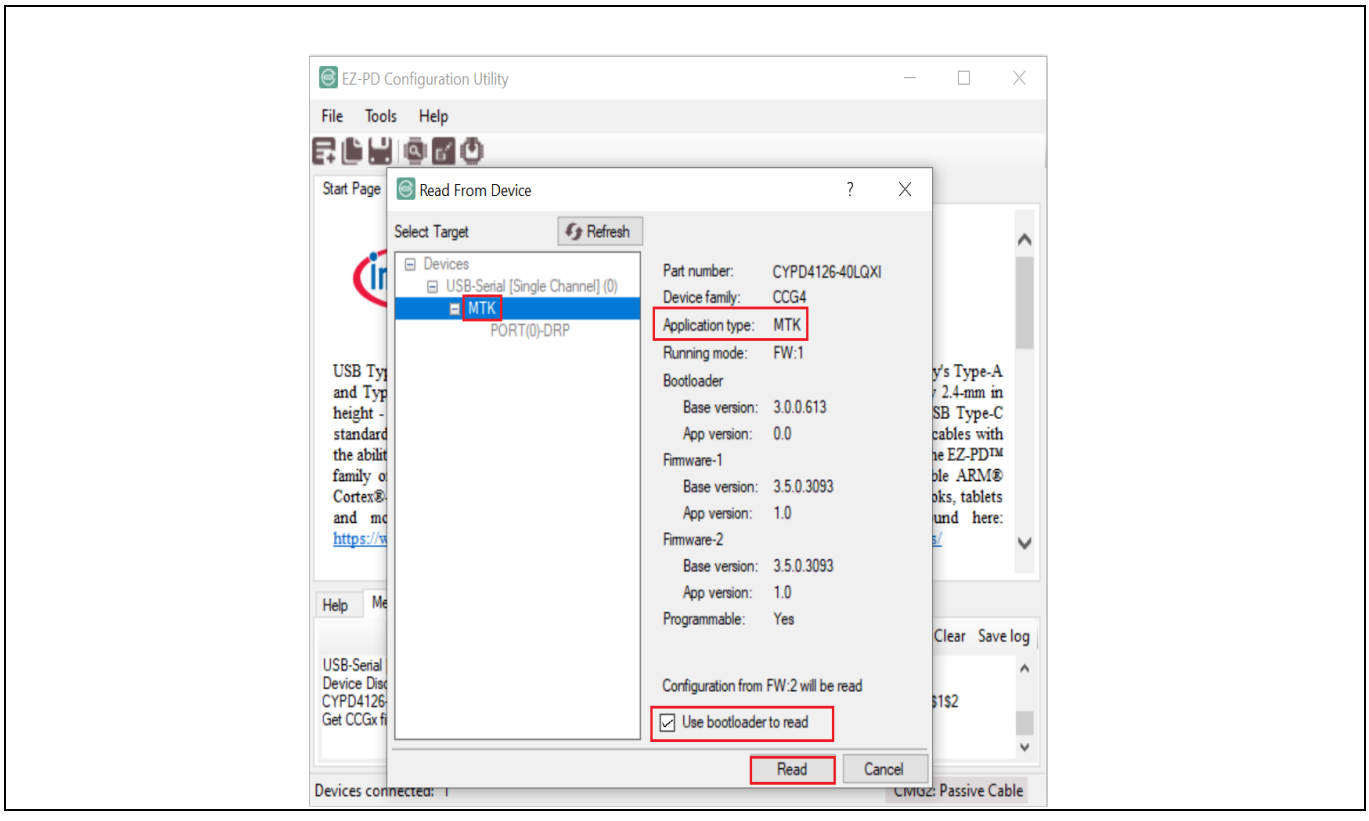

**Figure 15 Reading the CCG4 device's configuration parameters**
2. In the **Read from Device** pop-up window, observe that the application type of the CCG4 device is updated to **MTK**. Select **MTK** from the target list as shown in Figure 15, and select the option **Use bootloader to read**. Click **Read** after ensuring all settings are correct.